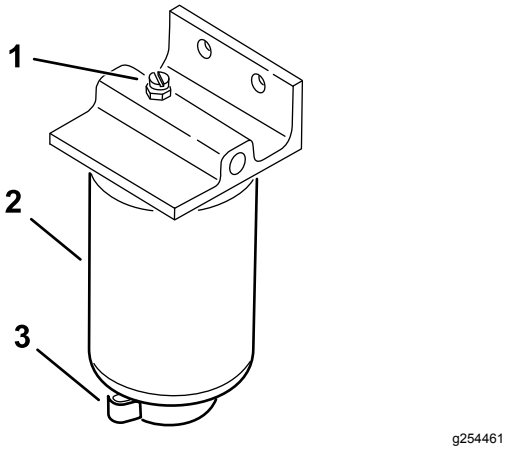

Figur 39
4. Åpne filtertappepluggen og ventilatorventilen (Figur 39).